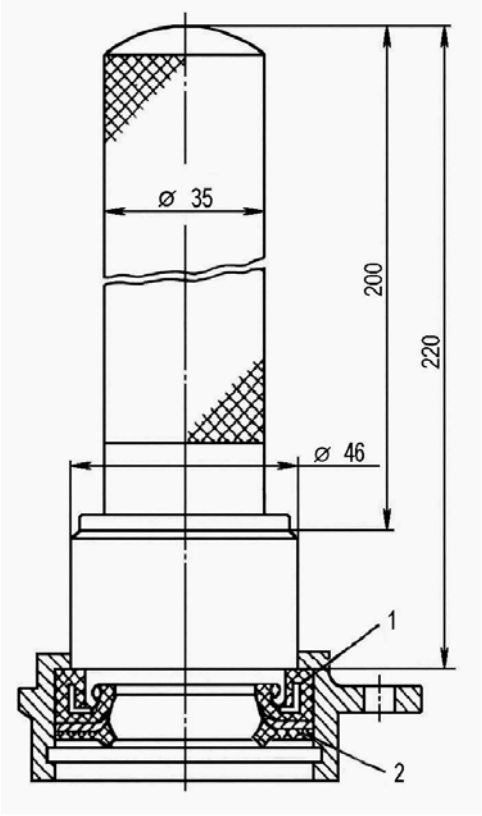

Рис. 57. Выпрессовка манжеты из крышки:
6. Снять стопорное кольцо 16 и выпрессовать с помощью оправки (рис.57) из крышки манжету 1 и защитное кольцо 2.